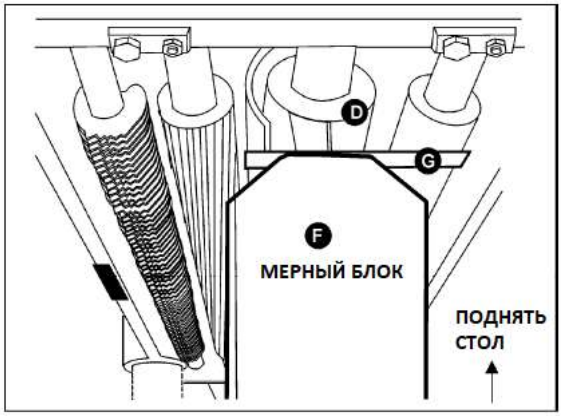

Рис. 26
3. Установите мерный блок (F, см. Рис. 26) на столе непосредственно под строгальным валом (D, см. Рис. 26).
4. Используя щуп толщиной 0,81 мм (G, см. Рис.26), расположенный в верхней части мерного блока, поднимайте рабочий стол, пока нож не коснется щупа, когда нож находится в самом нижнем положении. Больше не изменяйте положение рабочего стола, пока не отрегулируете ролик разгрузки.